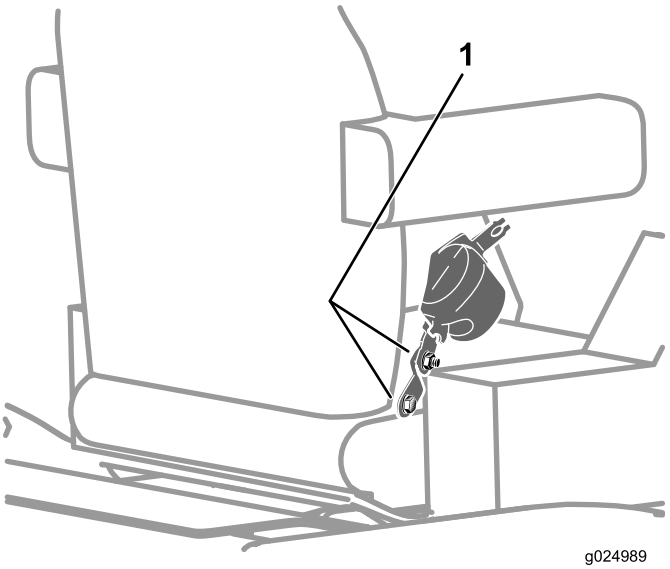

Figura 113
2. Verifique se os parafusos e porcas de fixação do retrator e fecho do cinto de segurança estão apertados com torque de 47 a 61 N·m (35 a 45 pol.-lb); consulte a Figura 113.